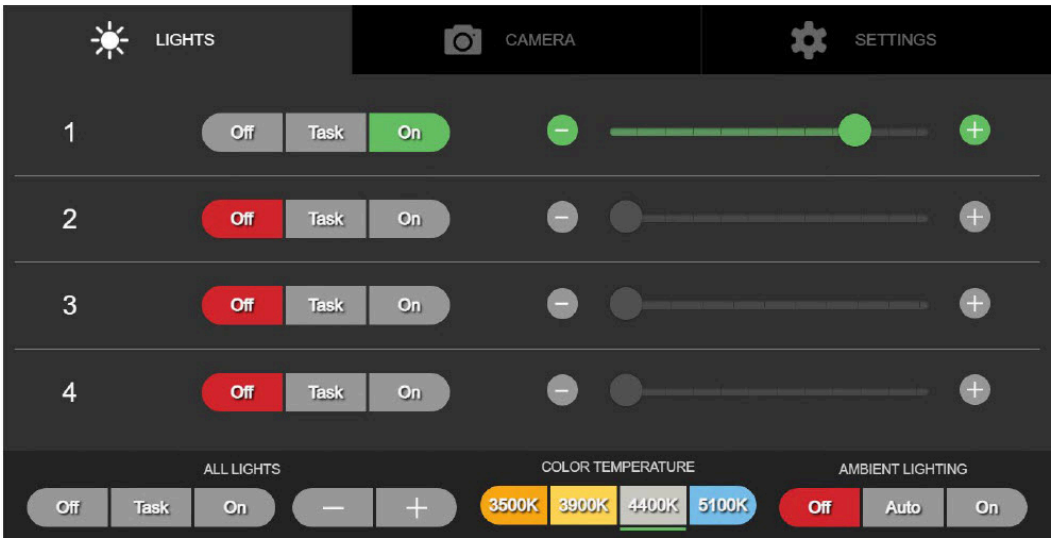

Figure 6-5. Increase or Decrease Light Intensity Using Slider
2. Each lighthead may be adjusted from intensity 0 (Off) to intensity 10 (brightest) by using the slider. There is a slider for adjusting each lighthead individually. See *Figure 6-5*.
3. To the left and right of each slider is a (-) and (+) button, respectively. These buttons may be used to step through intensities on the slider in order. See *Figure 6-5*.